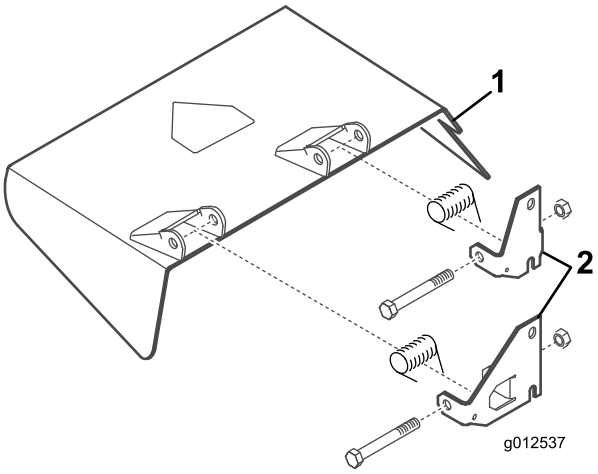

Figura 8
4. Con los pernos, las contratuercas y los muelles que retiró anteriormente, instale los nuevos soportes de giro en los soportes del deflector (Figura 8). No apriete demasiado las tuercas porque los soportes tienen que poder girar. Guarde este conjunto para la operación de descarga lateral.